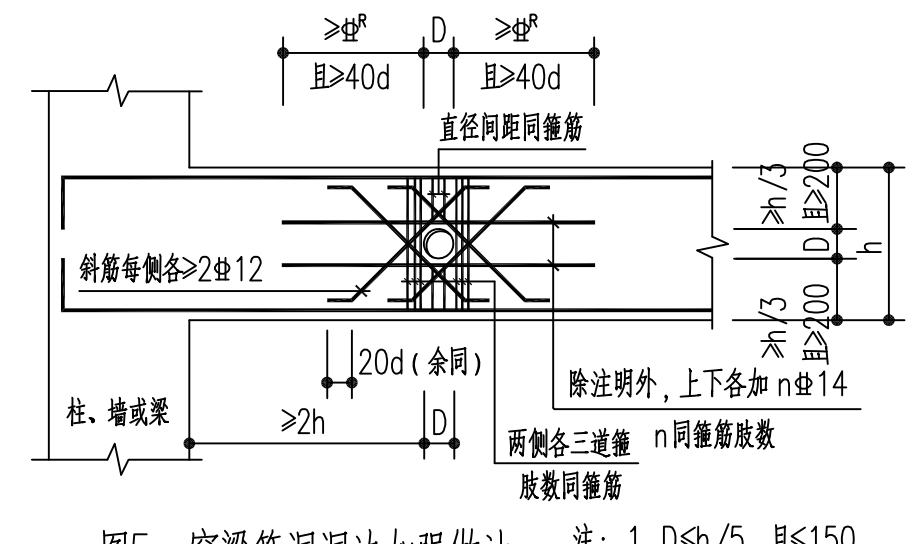

图5. 穿梁管洞洞边加强做法
5.1.19 梁开洞洞边加强筋做法详图5;梁上吊柱的吊箍(筋)做法详图6a、图6b;水平及垂直折梁配筋构造详 16G101-1第88页 加密箍筋要求详第4.2.10条。